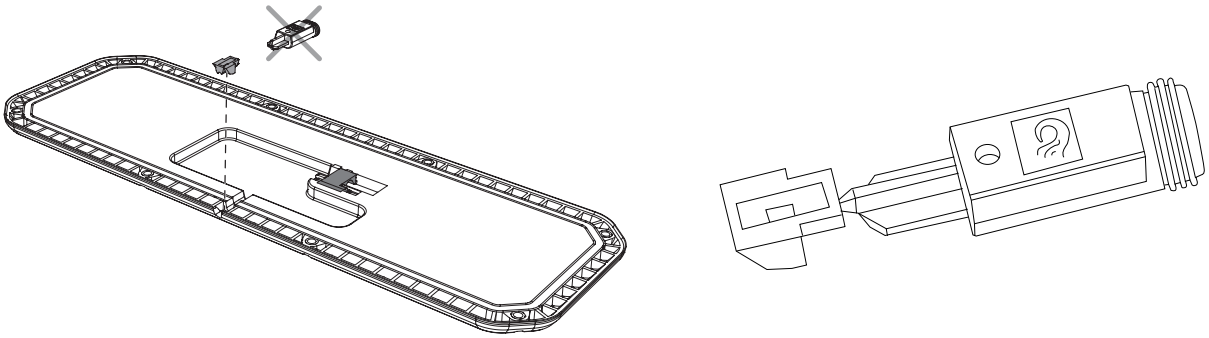

*Figura 61. Montaje del tapón para sellar el UCU.*
4. Suelte con cuidado la parte exterior del tapón y encaje la toma. Figura 61